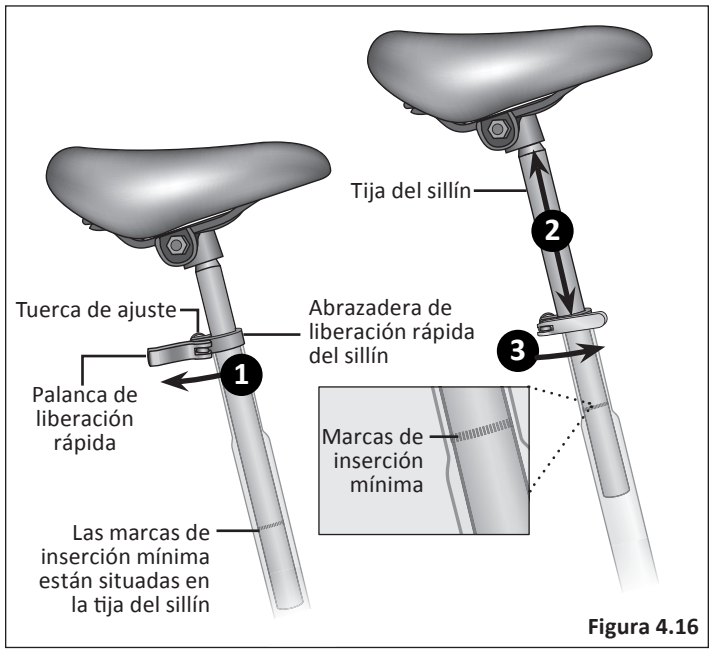

Figura 4.16
1. Desbloquee la palanca de liberación rápida. **Figura 4.16**